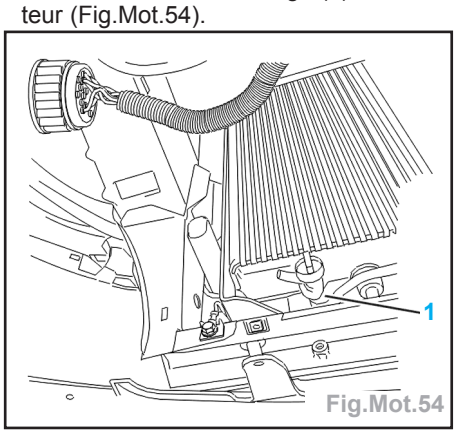

Fig.Mot.54
- Desserrer la vis de vidange (1) du radiateur (Fig.Mot.54).